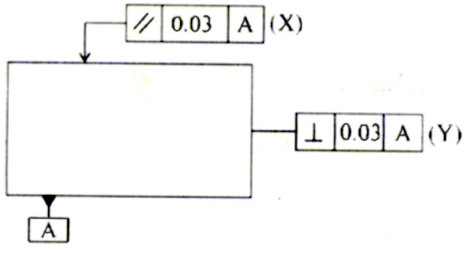

Fig. No. 4
f) What is the meaning of symbol at *x* and *y* as shown in Figure No. 4.